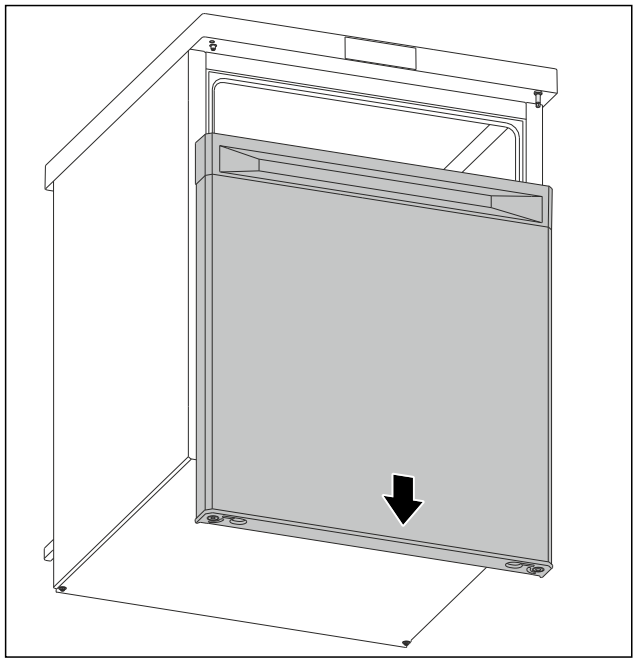

Fig. 8
▶ Noņemiet durvis virzienā uz leju. (skat. Fig. 8)